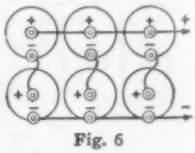

Fig. 6
Q. I have a hookup I wish to build using three UV-201A tubes; how can I use dry cell tubes with this circuit? How do I connect the dry cells and how many cells must I use with three UV-199 tubes? A. You can use the dry-cell tubes if you wish although you will not get as much volume. Use two dry cells for each tube and connect them in series-parallel as shown in diagram. (Fig. 6.)